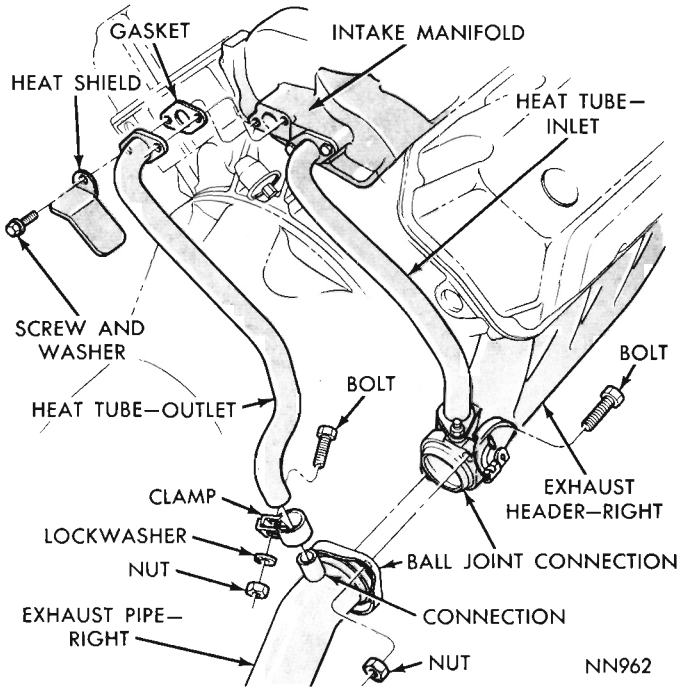

Fig. 17—Intake Manifold Heat Tube Arrangement (426 Hemi Engine)
(1) To remove inlet tube, remove two stud nuts and washers from right hand exhaust header (Fig. 17).
(2) Remove screws attaching upper end of inlet tube to rear face of intake manifold.
(3) Remove tube and gaskets and discard gaskets.
(1) To remove outlet tube, remove nut, washer and bolt from tube clamp at exhaust pipe (Fig. 17). Remove clamp from tube.
(2) Remove two screws attaching heat shield and outlet tube to rear face of intake manifold and remove tube.